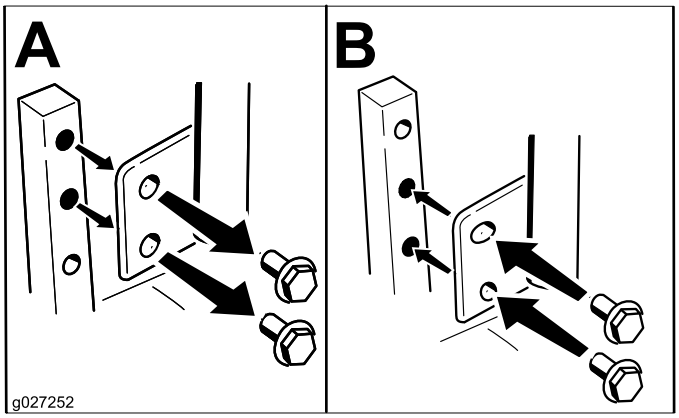

Figur 19
Du kan justere bevægelseshåndtagene til en højere eller lavere højde for maksimal komfort (Figur 19).
2. Løsn den nederste bolt lige akkurat nok til, at håndtaget kan drejes fremad eller bagud (Figur 19).